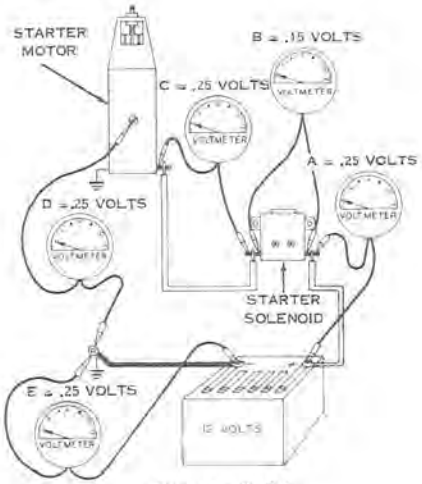

Figure 6-34
a. By making a systematic check from the positive battery terminal, through the starting circuit and back to the negative battery terminal, any component or electrical connection having excessive resistance, thus causing high voltage drop and subsequent hard starting, can be pinpointed (see Figure 6-34).